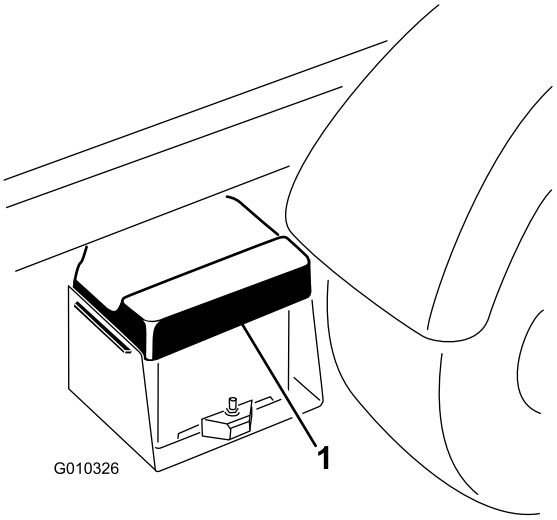

Figuur 49
1. Knijp het accudeksel samen om de lipjes uit de accubasis te nemen en verwijder het accudeksel van de accubasis (Figuur 49).